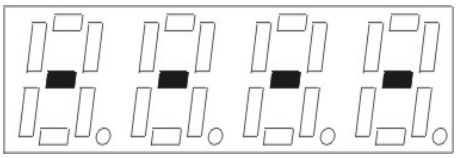

Рисунок 3
– Включить прибор. На экране появятся горизонтальные штрихи (рисунок 3).